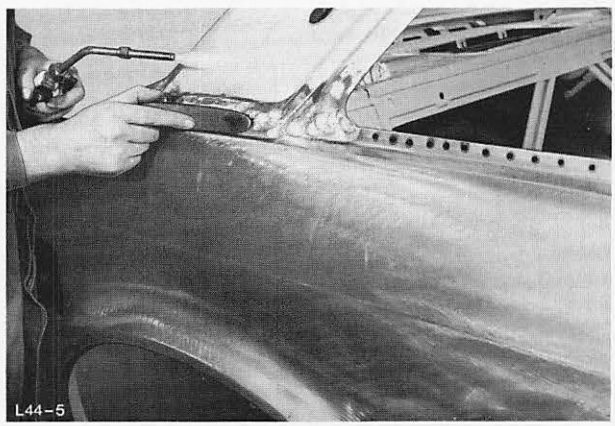

Abb. 175 Verbindungsnaht – C-Säule verschwemmen
32. Verbindungsnaht – C-Säule verschwemmen, Abb. 175.